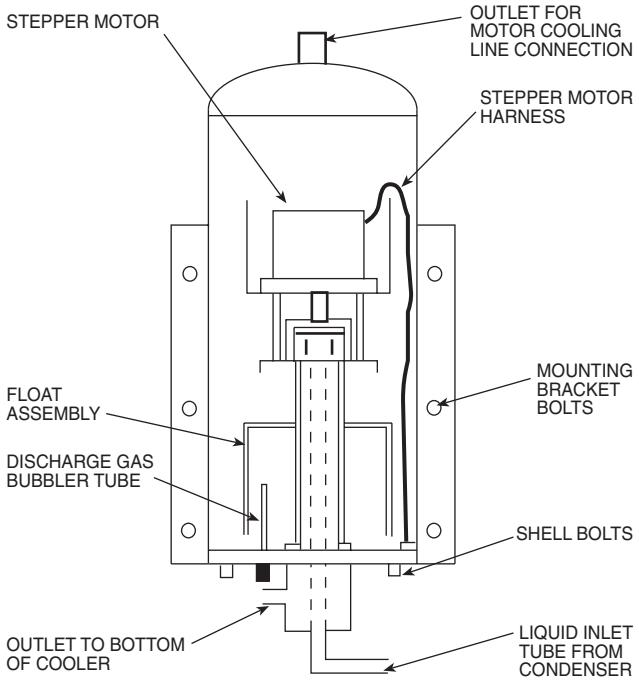

Fig. 16 — 30GX,HX Cutaway View of Economizer Assembly
INSPECTING/OPENING ECONOMIZERS — To check the physical operation of an economizer (see Fig. 16), the following steps must be performed:
a. Verify that float assembly (see cross section view in Fig. 16 moves up and down freely. It should take only a minimal force (less than one pound) to move the float and there should be no binding.